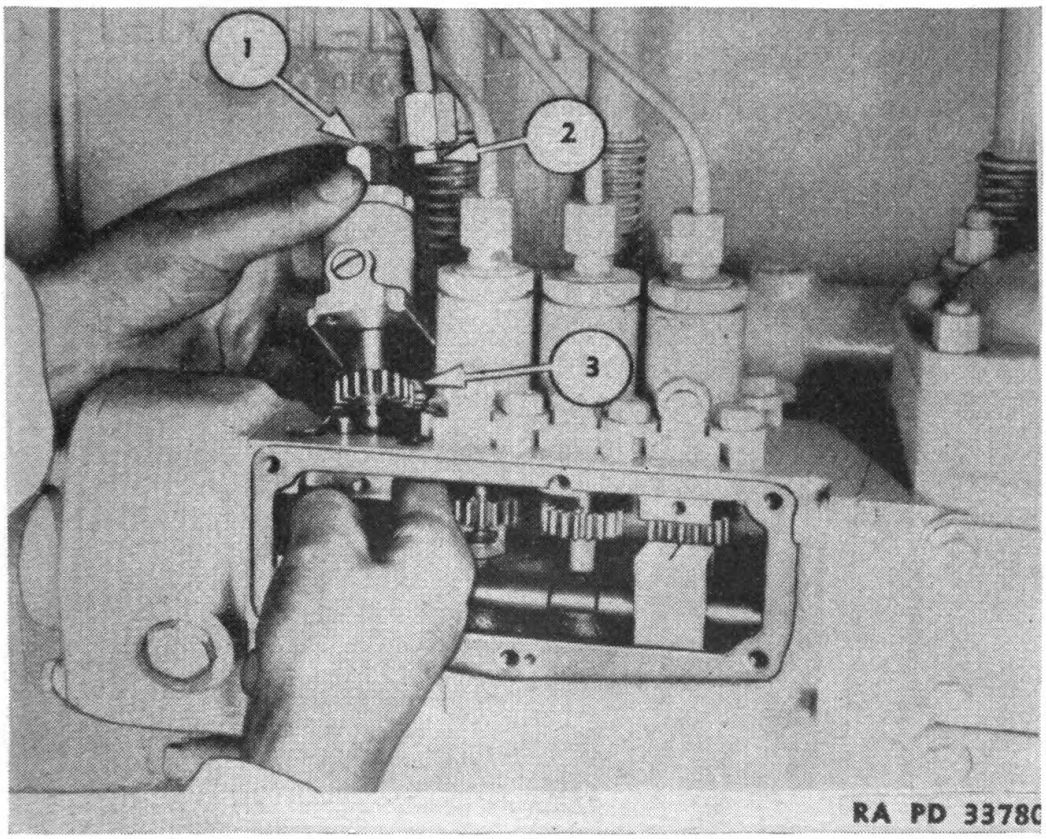

FIGURE 59.—Pump removal.
a. Pump removal.—The end pumps (fig. 59) may be removed from the pump housing without disturbing the other pumps, but neither center pump should be removed until the end pump next to it has been taken out.